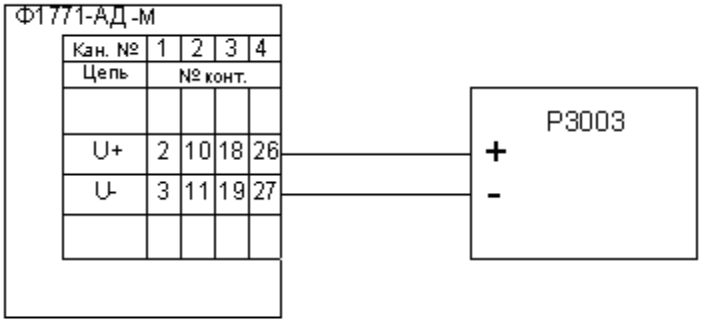

Рисунок 70 – Схема подключения входных каналов для U в диапазонах до ± 2 В и сигналов ТП
1) Поверку прибора проводить для всех типов ТП по схеме рисунок 70.